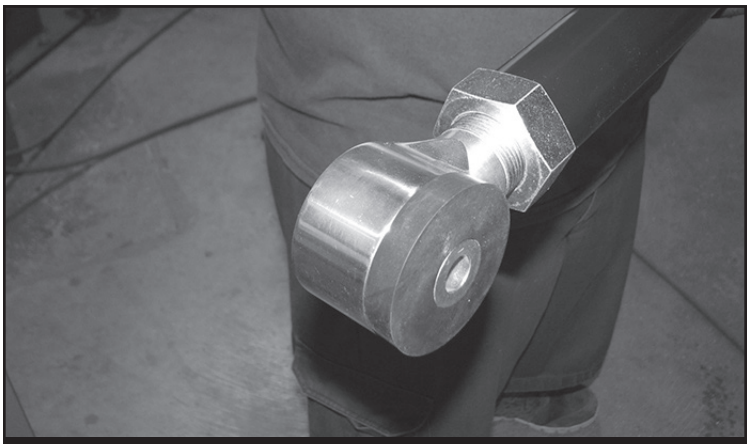

FIGURE 20 - STEP 13
13. Install (2) FT50415 (9/16” Misalignments) into one end of the FT50641 (Lower Link). Then, install (2) FT50594 (5/8” Misalignments) into the other end as well as (1) FT50509 (Link twist washer). **SEE FIGURE 20 NOTE: See diagram on page 8 for misalignment identification.**